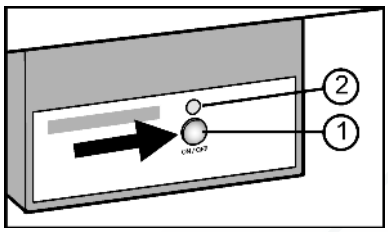

Fig. 12
▶ Нажмите и удерживайте кнопку On/Off *Fig. 12 (1)* так, чтобы светодиод *Fig. 12 (2)* загорелся.